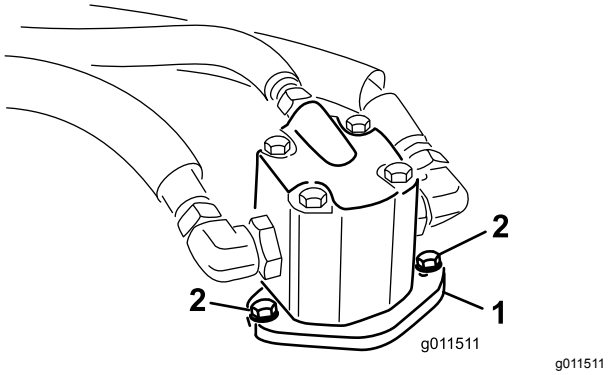

Figur 98
4. Avlägsna de bultar som fäster hydraulmotorn på klippdäcket (Figur 98).